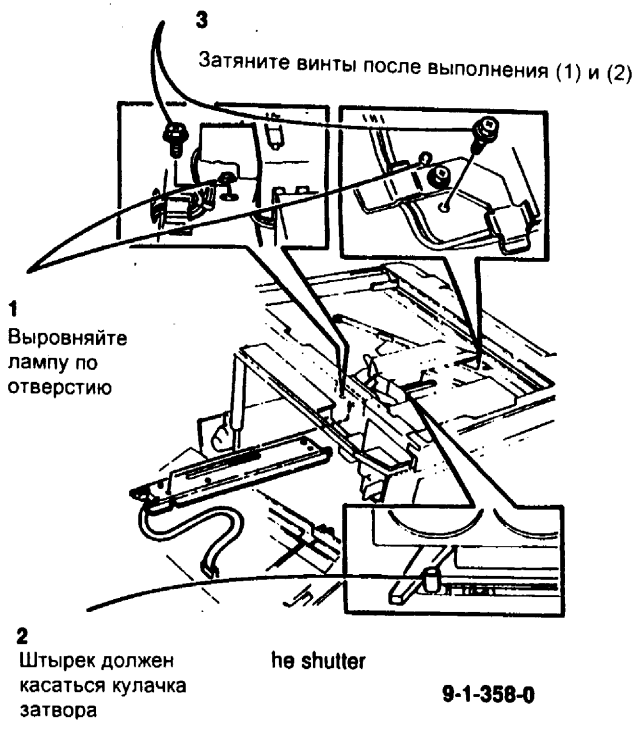

Рис. 5 Установка ISIL
1. (Рис. 5) Обратите внимание на следующие пункты при установке ISIL.